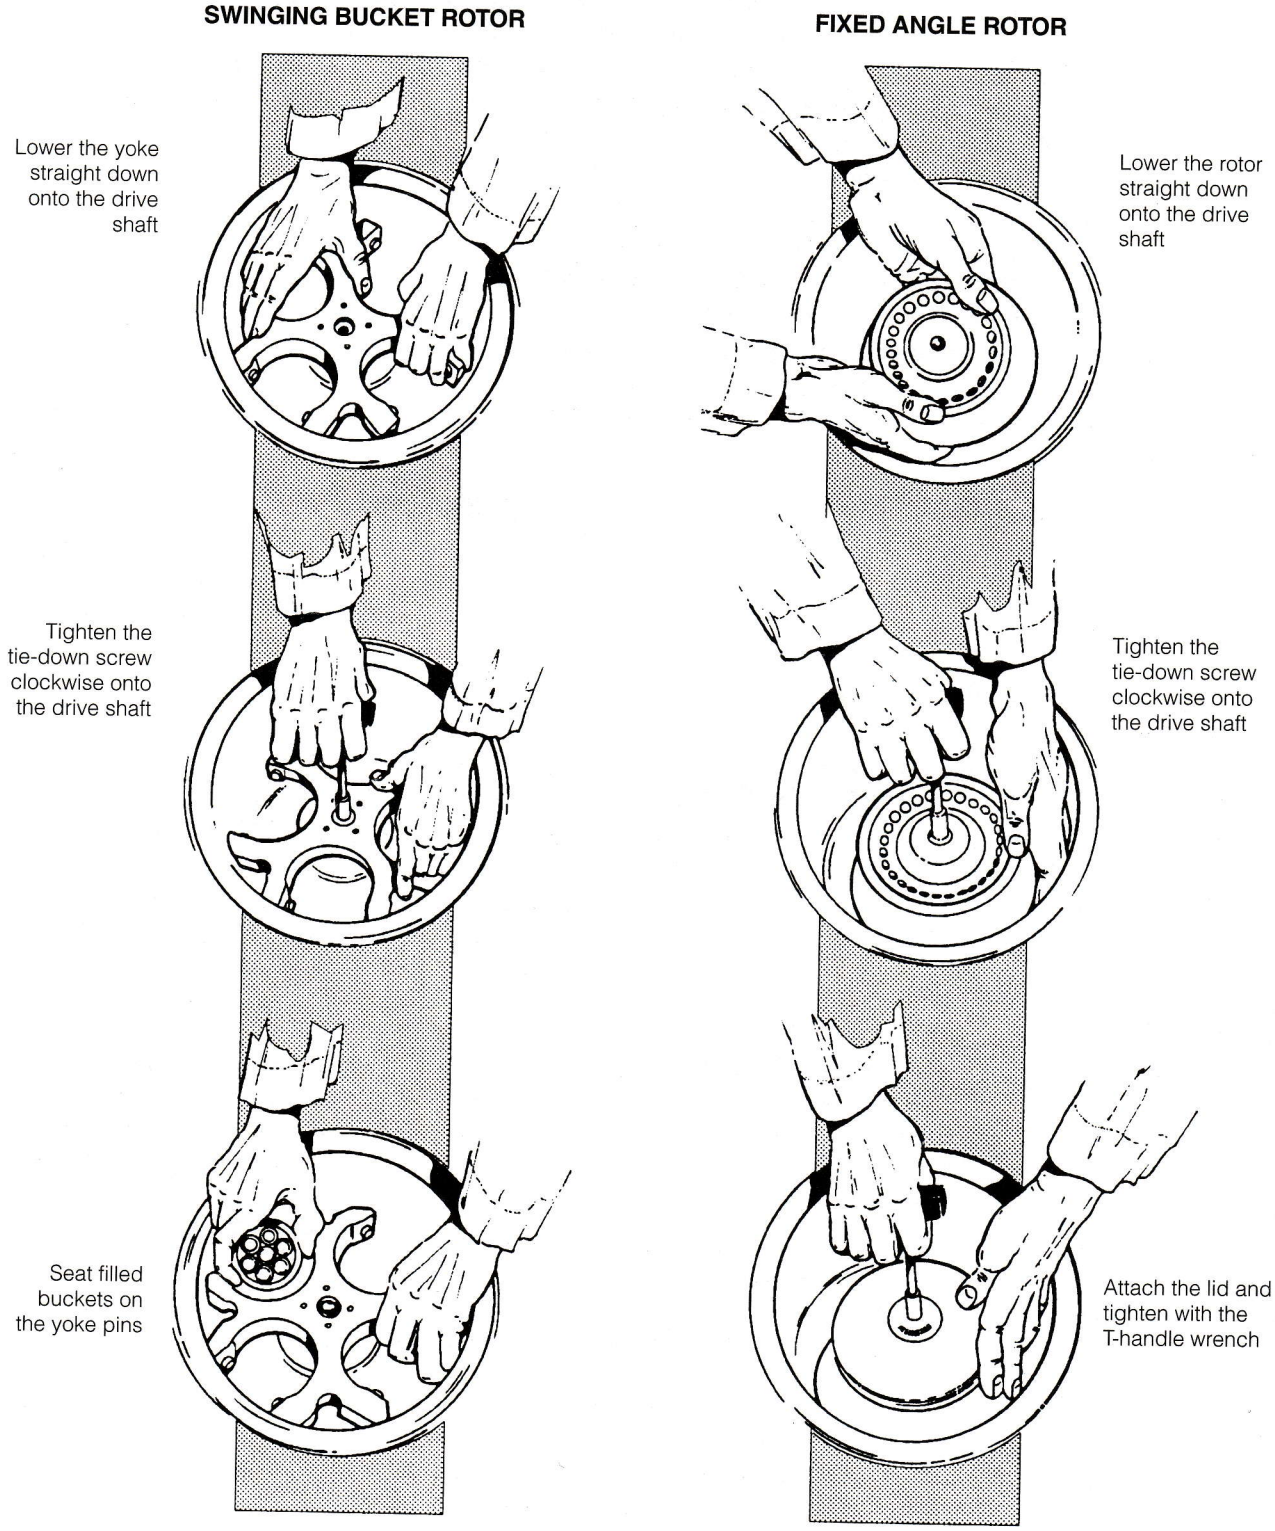

Figure 3-2. Installing a Rotor
6. Install the rotor (see Figure 3-2) according to the instructions in the appropriate rotor manual. Always run the rotor with a balanced load. (If you are using a horizontal [swinging bucket] rotor, fill all four positions on the yoke of a swinging bucket rotor with buckets.)